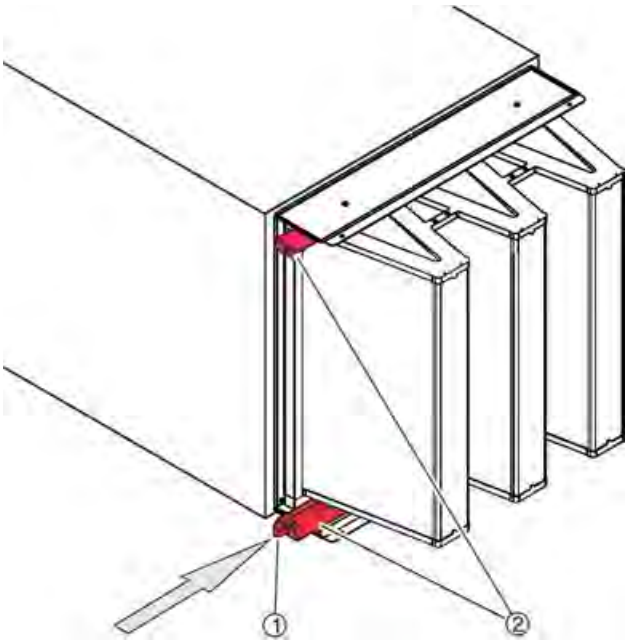

Fig. 27: Skub spændeskinnerne ind
7. Brug den specielle nøgle (Fig. 27 /1) til at skubbe spændeskinnerne (Fig. 27 /2) så langt ind, som de kan komme.